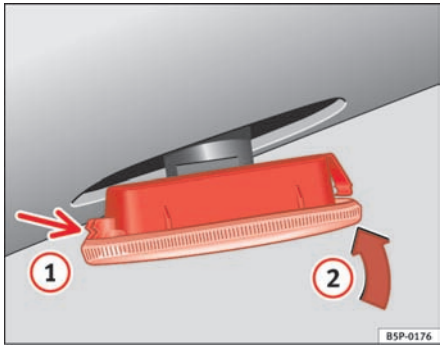

Fig. 174 Indicator
– First place the indicator in the opening in the bodywork, fixing the tabs ⇒ fig. 174, arrow (1).
– Insert the lamp as shown by the arrow (2) ⇒ fig. 174 ■